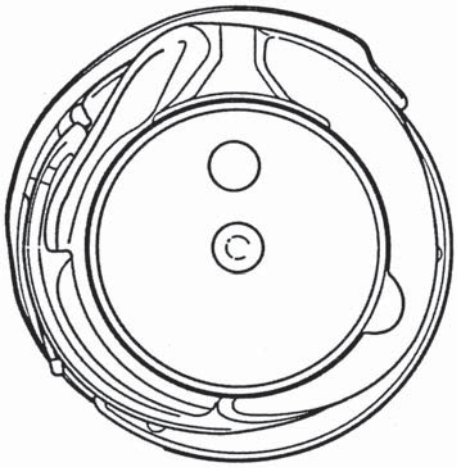

Fig. 26e
- Insert the bobbin case base complete with sewing hook gib in the sewing hook (fig. 26e).